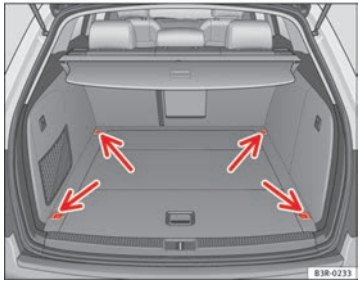

Fig. 115 Location of fastening rings in luggage compartment
– Use the fastening rings to secure the load ⇒ Fig. 115 -arrows-.